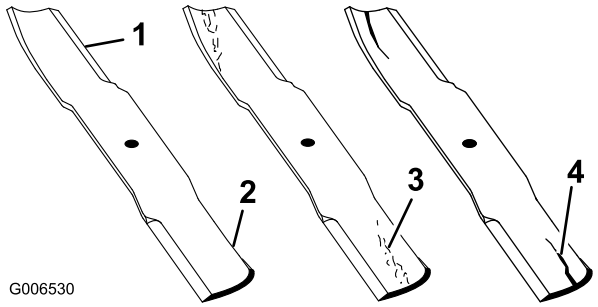

**Figur 84**
1. Efterse skærekanterne (Figur 84). Hvis kanterne ikke er skarpe, eller hvis de har hakker, skal skæreknivene afmonteres og slibes. Se afsnittet Slibning af skæreknivene.
2. Efterse knivene, især det buede område (Figur 84). Hvis kniven er beskadiget eller slidt, eller hvis der er antydning af en revne i dette område (Figur 84), skal du straks montere en ny kniv.